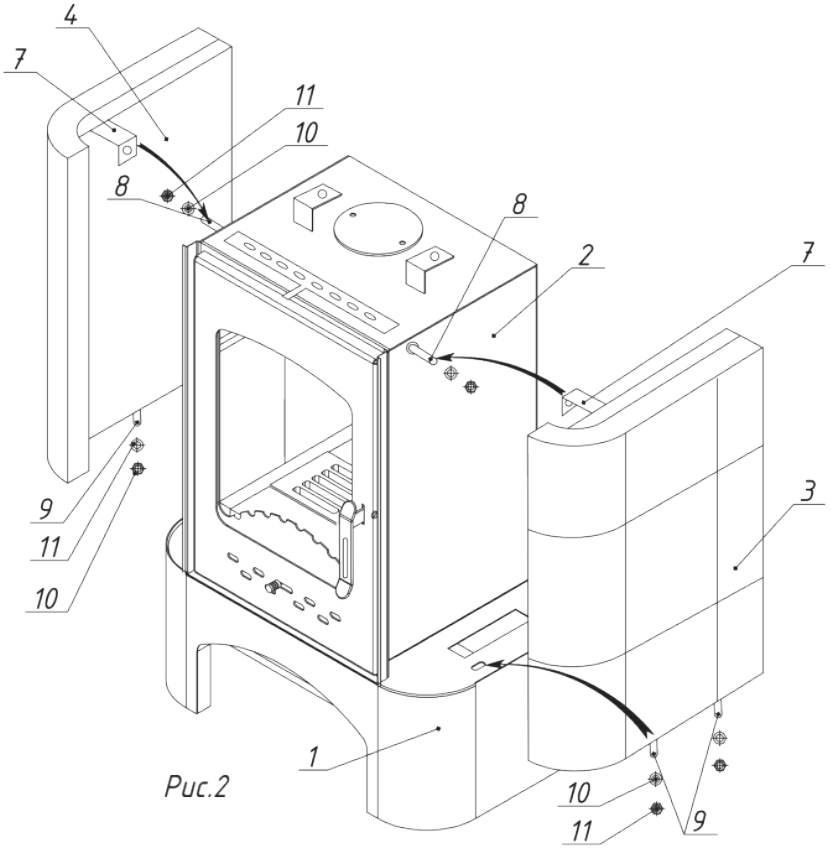

Рис.2
2. Боковые панели 3,4 вставляются винтами 9 в пазы основания 1 и крепятся гайкой и шайбой 10,11. Кронштейн 7 крепится к винту 8 на топке 2 шайбой, гайкой 10,11. (Рис.2)